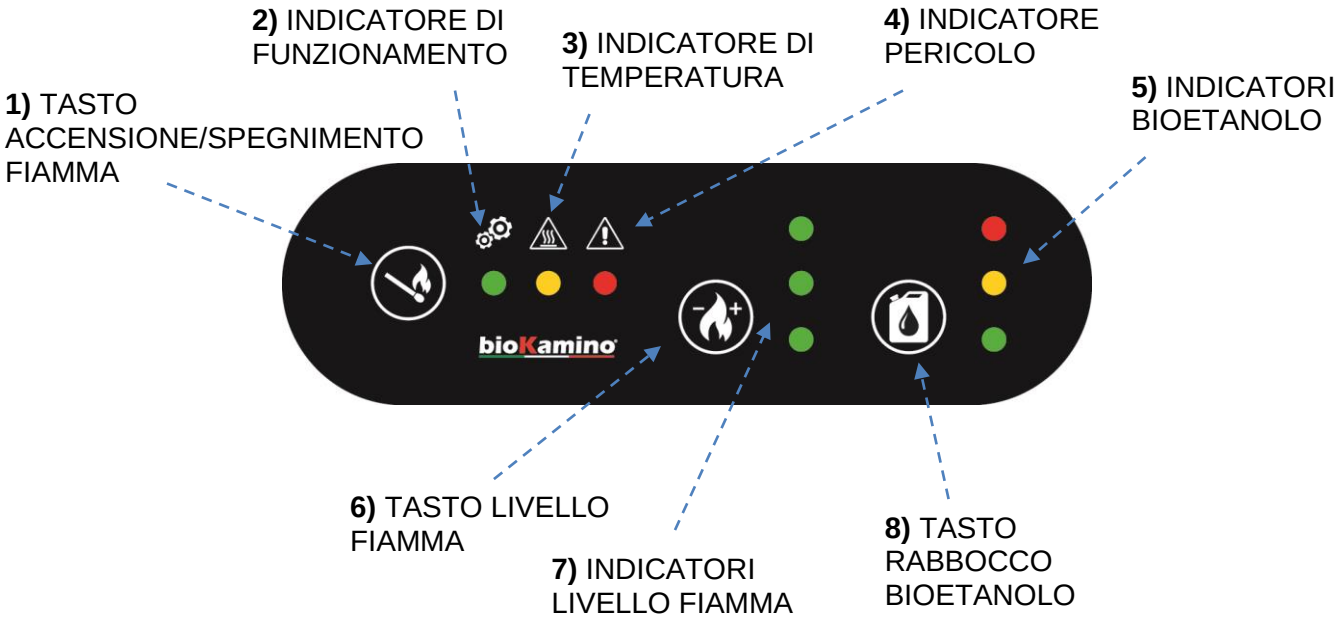

Fig.2
- (5. Fig. 2) Se gli indicatori di livello bioetanolo sono tutti spenti il bruciatore non può essere avviato, è necessario procedere con il rabbocco, se è acceso il led "livello 1" è possibile avviare la fiamma.
2. Premere il **pulsante di rabbocco** (8 Fig.2) e attendere: il bruciatore aspira autonomamente la giusta quantità di bioetanolo.